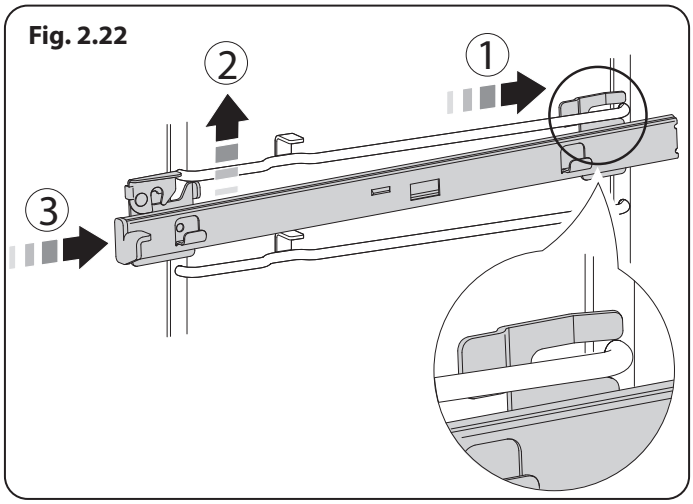

Fig. 2.22
1. Con el brazo guía en la posición de cerrado, coloque la apertura de la ranura superior trasera sobre el soporte lateral (**Fig. 2.22**). De momento no coloque más que la apertura.
2. Eleve la parte frontal de la guía para colocar la ranura frontal contra el soporte lateral (**Fig. 2.22**).
3. Empuje el brazo guía hacia el fondo del horno. El seguro de la parte frontal s elevará y bajará para fijar el brazo guía en su sitio (**Fig. 2.22**).